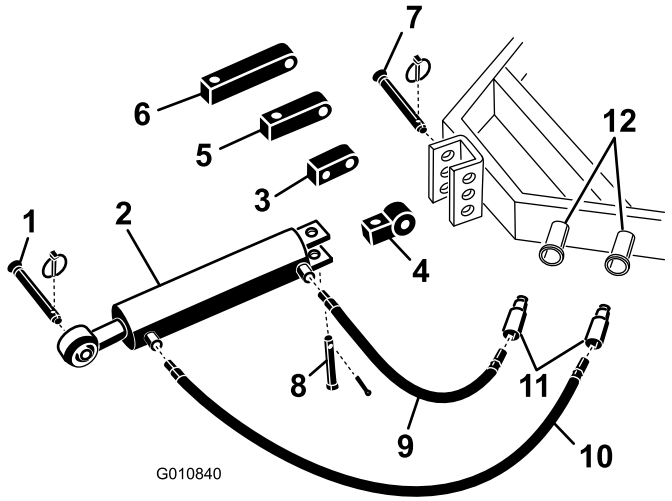

**Figuur 5**
1. Bevestig het uiteinde van de schakel aan de tractor met behulp van de pennen die bij de tractor zijn geleverd (Figuur 5). Plaats de hydraulische bovenste schakel zo, dat het uiteinde met de stang in de richting van de beluchter wijst. De cilinderpoorten moeten naar de het hydraulische hulpaggregaat van de tractor wijzen.
**Opmerking:** Als de hydraulische cilinder moet worden geplaatst met de poorten naar boven gericht, gebruik dan het draaiblok in plaats van het standaard montageblok om de cilinder te herplaatsen (Figuur 5). In plaats van het draaiblok kan een hydraulische fitting van 90 graden worden gebruikt (fittings niet meegeleverd).
A. Verwijder de borgpen en pen waarmee het standaard verbindingsstuk aan de cilinder is bevestigd (Figuur 5). Verwijder het verbindingsstuk van de cilinder.
B. Monteer het draaiblok op de cilinder met de pennen die u eerder hebt verwijderd (Figuur 5).
2. Sluit de hydraulische slang van 106,7 cm aan op de poort van de hydraulische schakel die zich het dichtst bij de beluchter bevindt Figuur 5. Breng Teflon tape of afdichtmiddel aan op de draaduiteinden van de slangen om lekken te voorkomen.
3. Sluit de hydraulische slang van 76 cm aan op de poort van de hydraulische schakel die zich het dichtst bij de tractor bevindt Figuur 5. Breng Teflon tape of afdichtmiddel aan op de draaduiteinden van de slangen om lekken te voorkomen.
Als de hydraulische cilinder de montagebeugel niet bereikt, gebruik dan een verlengblok in plaats van het standaard montageblok om de cilinder aan de tractor te bevestigen (Figuur 5).
B. Monteer een verlengblok met de gewenste lengte aan de cilinder met de pennen die u eerder hebt verwijderd (Figuur 5).